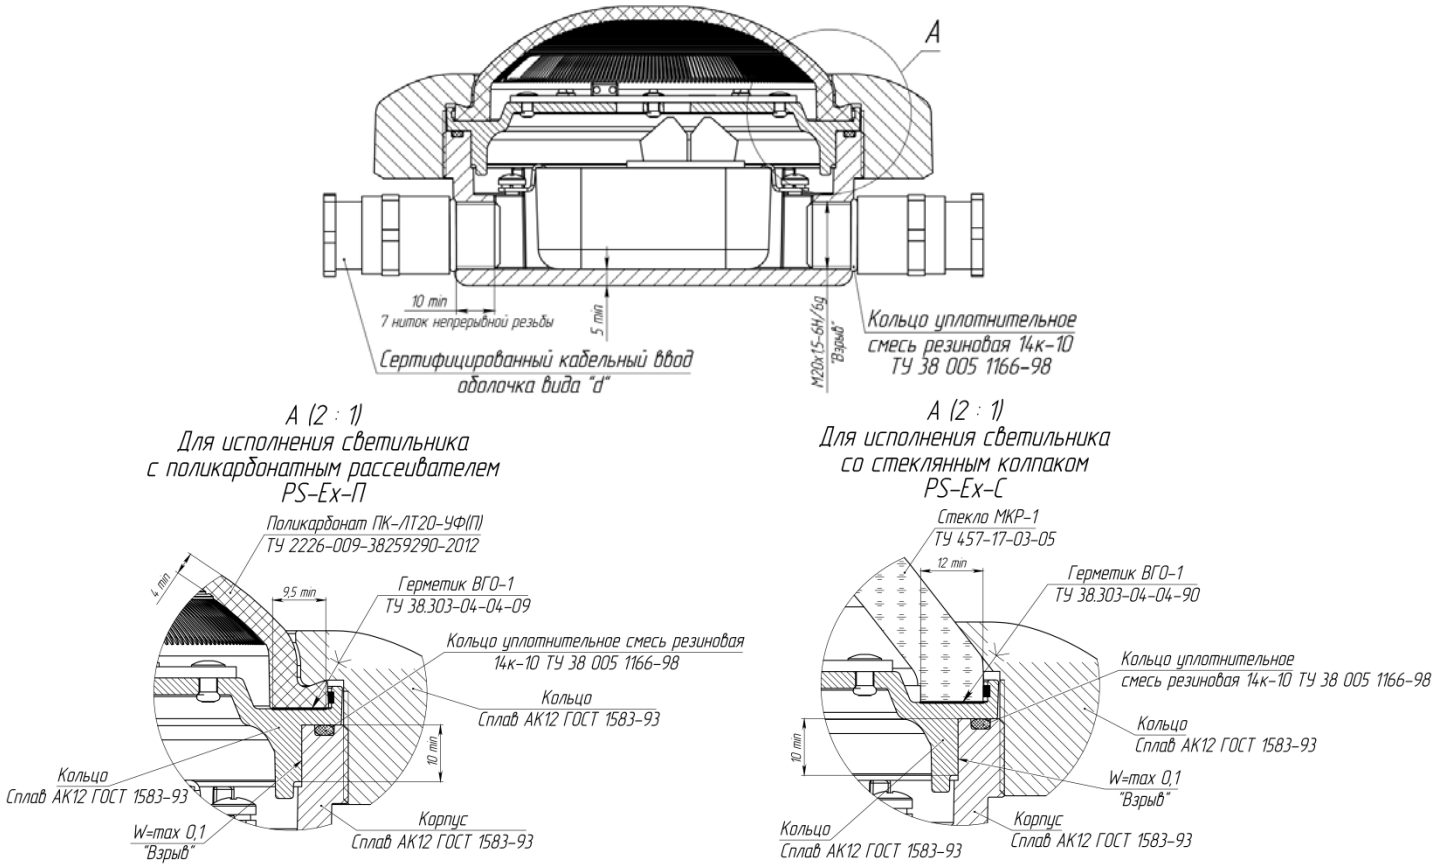

Рисунок 3
С корпусом оптическая часть соединяется посредством плоскоцилиндрического соединения, обеспечивающего взрывонепроницаемое соединение, обозначенного на «Вид «А» рисунок 3 «W=max 0,1 "Взрыв"». Уплотняется соединение резиновым кольцом 115-120-25 ГОСТ 9833-73 «Вид А» рисунок 3.
4.4. Соединение кабельного ввода и корпуса герметизируется кольцом уплотнительным 017-020-19-2-3 ГОСТ 9833-73/ГОСТ 18829-73 рисунок 3.
- плотным соединением сопрягаемых деталей. Зазор в местах соединений плоскостей не превышает 0,1 мм (см.рисунок 3). В случае взрыва внутри оболочки светильника температура газов, выходящих через соединение «Взрыв» (плоскоцилиндрическое соединение) во внешнюю среду, меньше, чем температура воспламенения газов внешней среды;